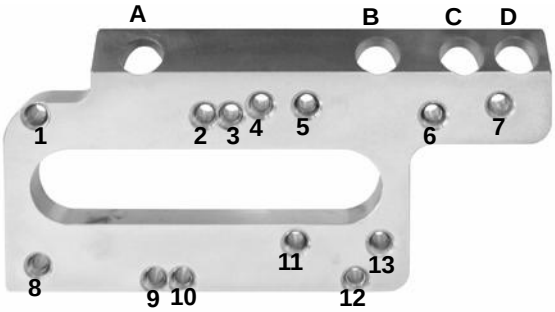

Fig. 4: Fix base plate to cylinder head.
5. Position base plate **Pos. 1** on cylinder head and only slightly fix it with the special screws **pos. 2. (fig. 4)**